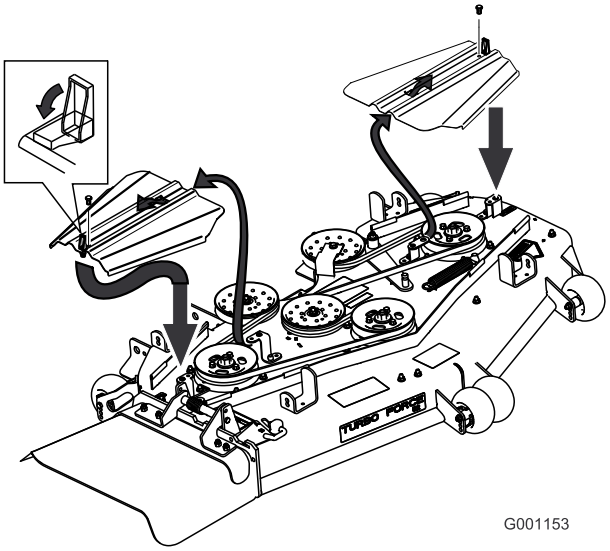

Figur 55
3. Fjern de bolte, der fastholder remskærmen, og fjern remskærmen (Figur 55).
9. Monter remskærmene ved at skubbe skærmen ind i tappen, montere boltene og lukke låsene (Figur 55).